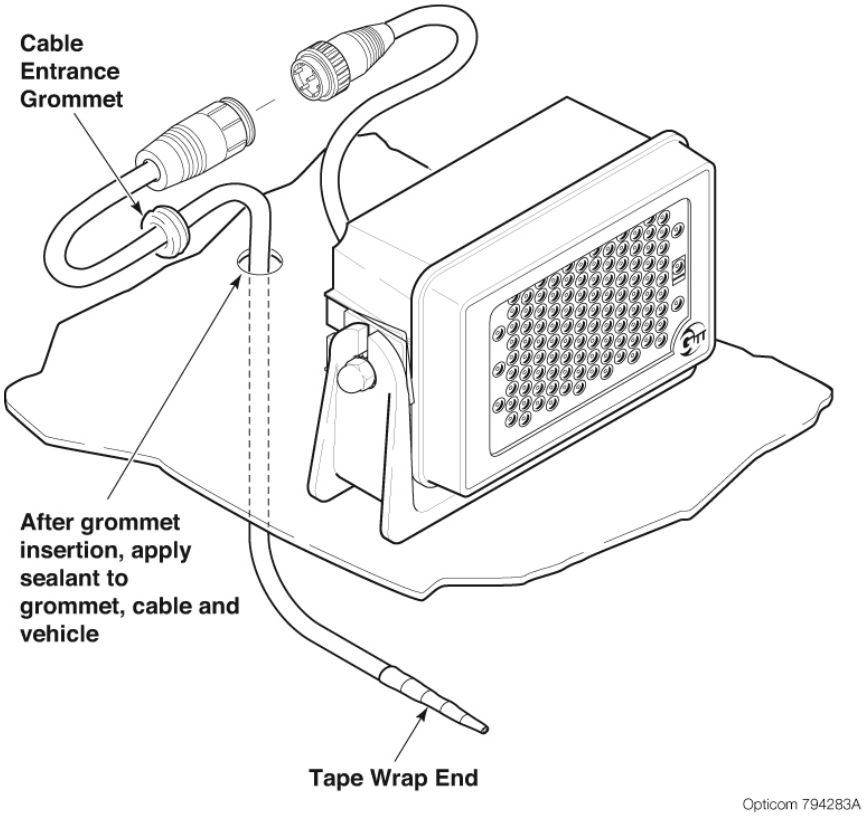

Figure 5-3. Emitter Cable Installation
12. Tape wrap the end of the emitter cable to protect the wires and to ease cable routing. See Figure 5-3.